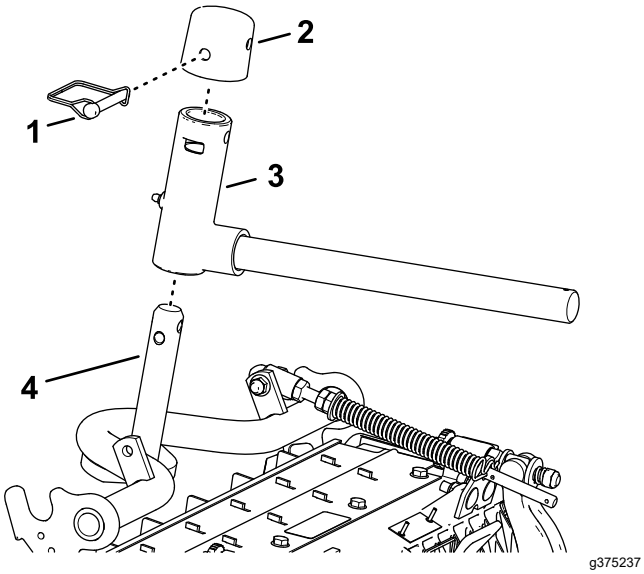

Figur 20
2. Fäst svängoket på bärramens axel(Figur 20).